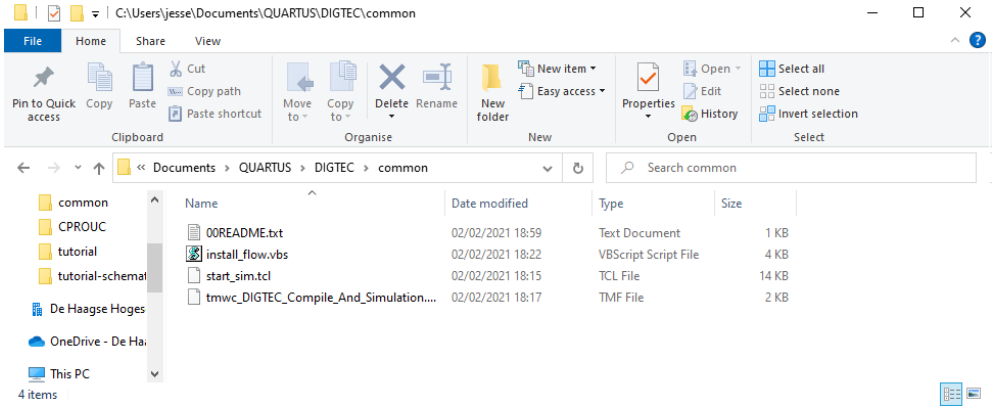

Figuur 4.1: *De inhoud van de map* `common`.
5. Je vindt nu twee mappen: `tutorial` en `common`. Navigeer naar de map `common`. Hierin vindt je een bestand met de naam `install_flow.vbs`. Zie figuur 4.1.